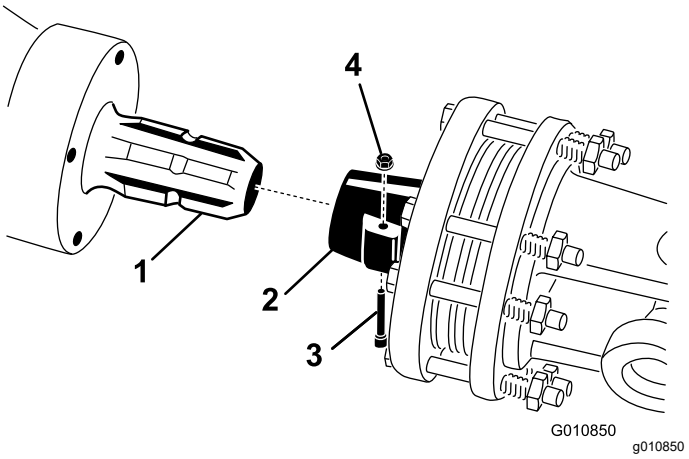

Bild 23
1. Entfernen Sie den Stift und die Mutter von der Zapfwelle (Bild 23).
2. Schließen Sie das Kupplungsende der Zapfwelle mit dem vorher entfernten Stift und der Mutter an die Antriebswelle des Aerifizierergetriebes an (Bild 23).